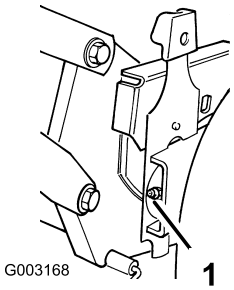

Figura 20
2. Tergete i raccordi d'ingrassaggio con un panno pulito (Figura 20).